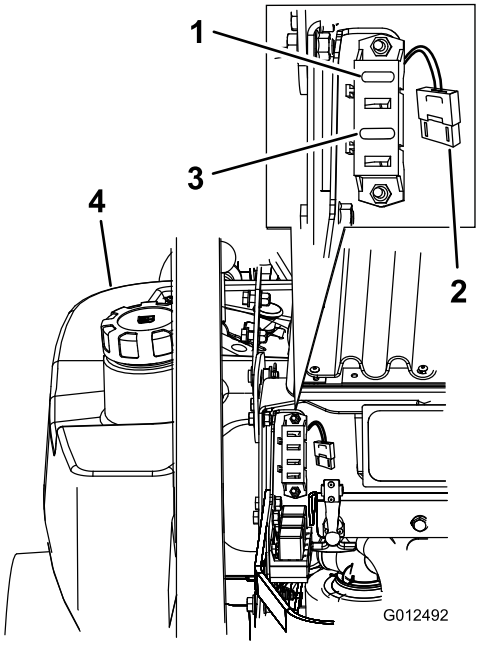

Figur 55
1. Hev motorpanseret for å få tilgang til sikringsholderen (Figur 55).
3. Sett inn en ny sikring (Figur 55).